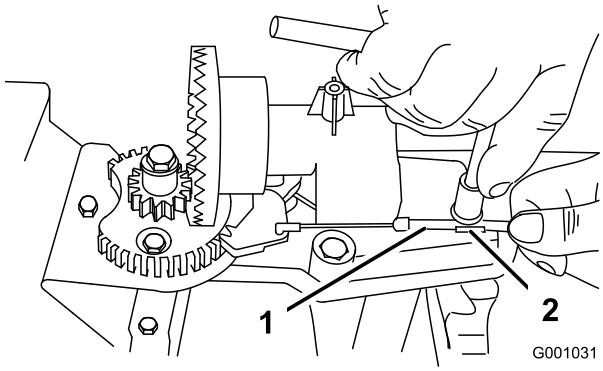
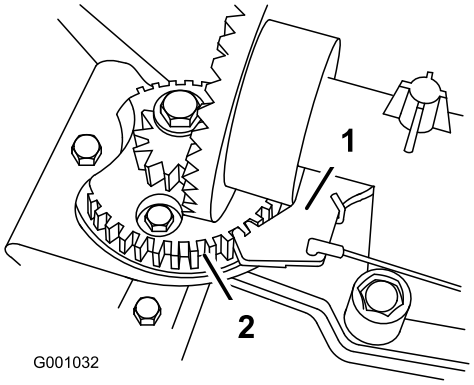

Bild 53
Bild 54
2. Lösen Sie die Schraube an der Kabelklemme (Bild 53).
3. Fassen Sie den Kabelstrang an und schieben Sie ihn nach vorne an der Maschine, bis der Auswurfkanalriegel ganz in die Zahnräder des Getriebes greift (Bild 53 und Bild 54).
Hinweis: Der Riegel ist gefedert und ist so konstruiert, dass er in die Zahnräder des Getriebes greift (Bild 54).